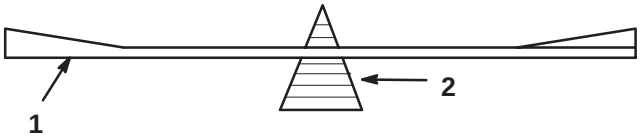

Bild 30
2. Überprüfen Sie die Auswuchtung des Schnittmessers auf einer Ausgleichsmaschine (Bild 30). Wenn das Schnittmesser in seiner horizontalen Position bleibt, ist es ausgewuchtet und kann wiederverwendet werden. Feilen Sie, wenn das Schnittmesser nicht ausgewuchtet ist, an der Rückseite des Messers etwas Metall ab. Wiederholen Sie diesen Vorgang, bis das Messer ausgewuchtet ist.